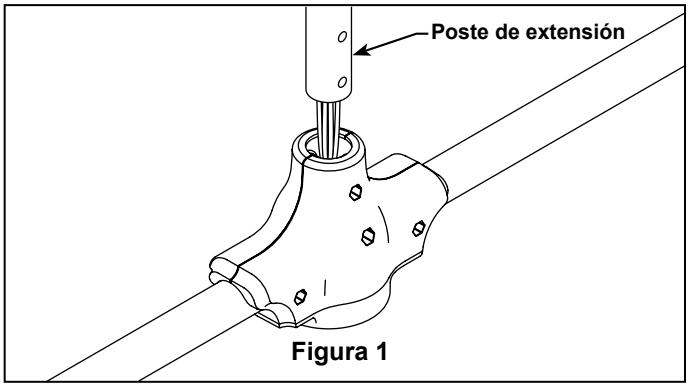

Figura 1
3. Separe y desenrosque los tres terminales del motor y el cable de seguridad. Pase los terminales del motor y el cable de seguridad a través del extremo inferior del poste de extensión como se muestra (Figura 1).